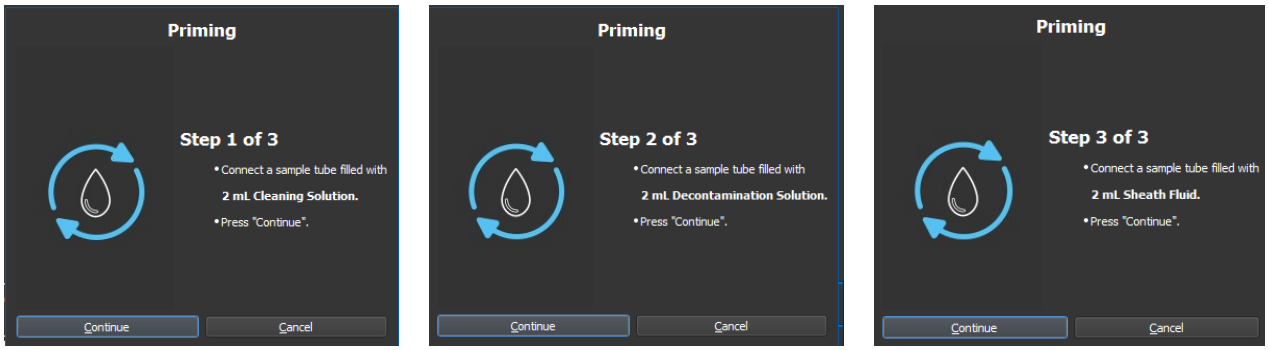

Abbildung 4. Schritte des Prime-Programms über den Sample Port
8. Nun beginnt das Priming. Nach ca. 3 min öffnet sich die Klappe und das Tray kommt heraus. Falls noch nicht geschehen, füllen Sie die beiden Fläschchen mit *Cleaning Solution* und *Decontamination Solution* (siehe Abbildung4).